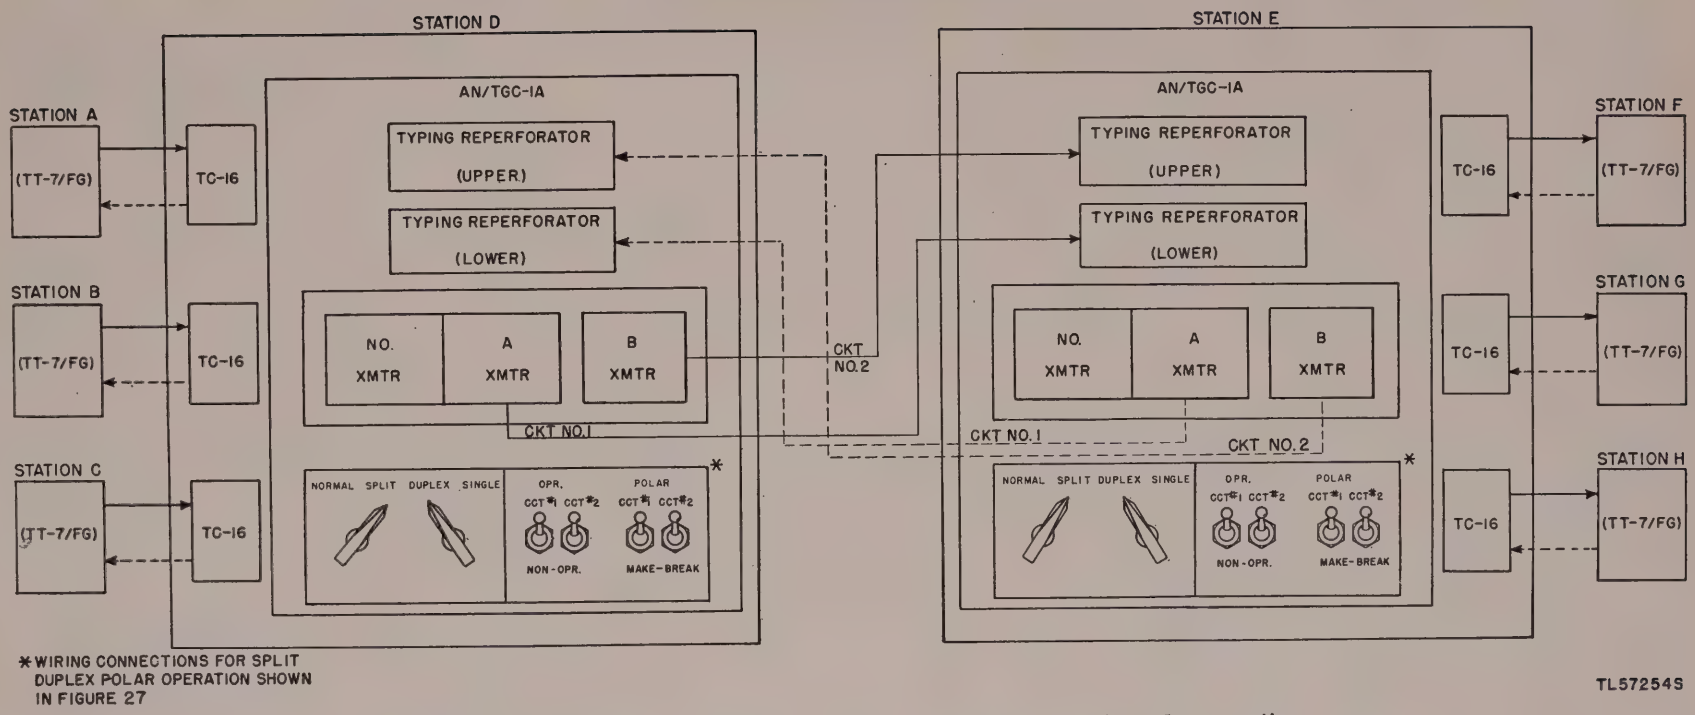

Figure 10. Teletypewriter Sets AN/TGC–1A arranged for split duplex polar operation.
11. Application for Split Duplex Polar Operation (fig. 10)
b. Teletypewriter Sets AN/TGC–1A arranged for split duplex polar operations are shown in figure 10. Signals from distant stations A, B, and C are transmitted, over neutral circuits, to tape-perforating teletypewriter equipment at tape-relay or comcenter, station D. The tape is transferred to a Teletypewriter Set AN/TGC–1A arranged